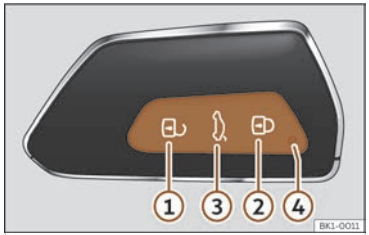

Fig. 67 Vehicle key
When a button is pressed briefly on the vehicle key, the control lamp ④ ››› Fig. 67 flashes once briefly, but if pressed for a long period of time, it will flash several times, for example, when using the comfort opening.